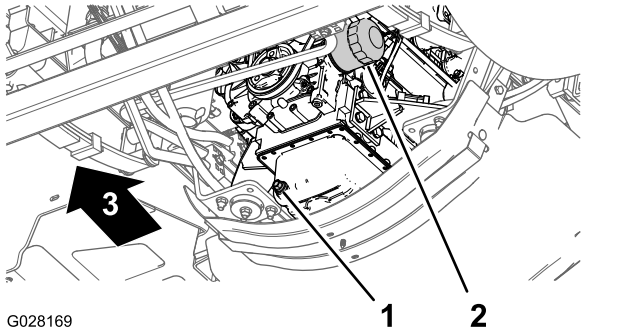

Figura 74
3. Coloque un recipiente de drenaje debajo del filtro de aceite del motor (Figura 74).
4. Retire el filtro de aceite usado (Figura 74).
8. Instale el filtro de aceite en el adaptador de filtro, gire el filtro de aceite en sentido horario hasta que la junta de goma entre en contacto con el adaptador del filtro, luego apriete el filtro media vuelta más (Figura 74).
1. Coloque un recipiente debajo del tapón de vaciado (Figura 74).
2. Retire el tapón de vaciado (Figura 74) y deje que el aceite se drene completamente.